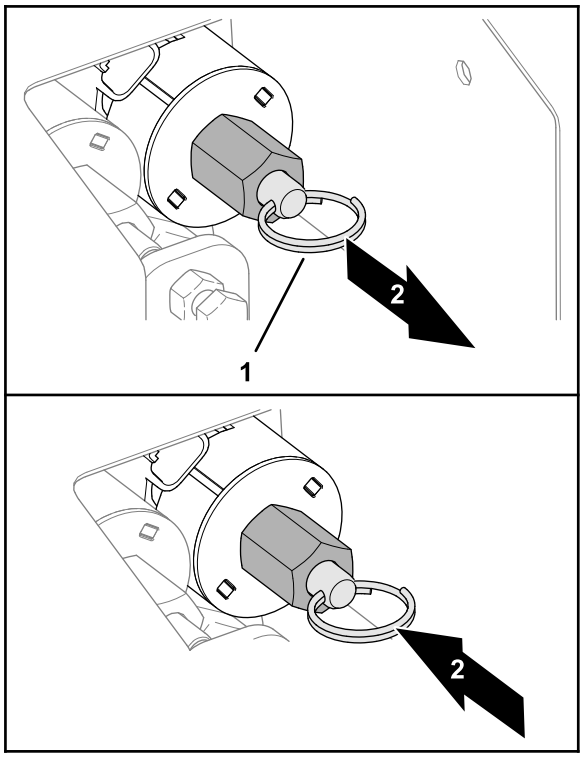

Figur 36
- Du kan senke beholderen (Figur 36) ved å trekke ut ringen på ventilstammen.
- Du kan heve beholderen (Figur 36) ved å skyve inn den delte ringen på ventilstammen.